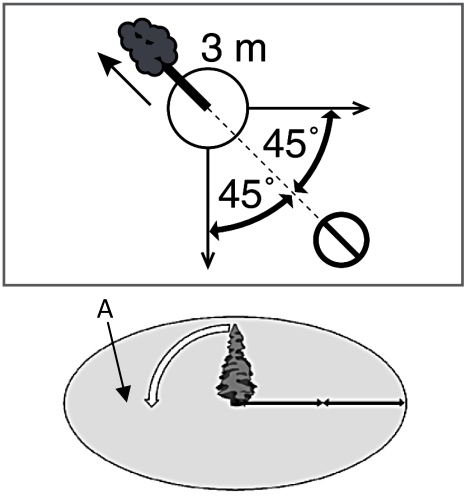

Рис.11 Зона безопасности при валке дерева
7. Обязательно выберите путь к отходу. Путь отхода должен быть направлен по диагонали в сторону, противоположную направлению падения, под углом 45 градусов, и вы должны отойти минимум на 3 метра от ствола, на тот случай, если во время падения комель дерева отскочит в сторону. Зона безопасности (А) должна быть не менее 2 1/2 высоты дерева (Рис.11).